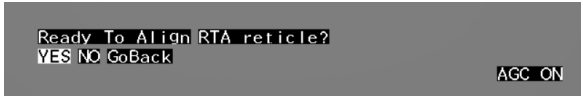
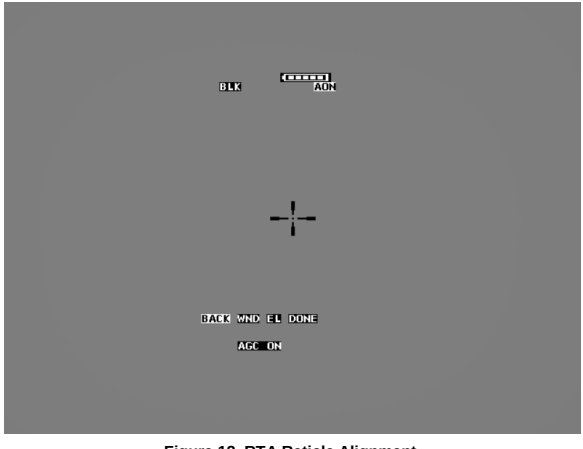

Figure 12. Ready to Align RTA Reticle.
Figure 13. RTA Reticle Alignment.
c. Select RTA Operation – User selects RTA, NON-RTA or GoBack. Select “RTA” if the user is going to use the system with the ENVG-B or “NON-RTA” if the system will be used without the ENVG-B as shown in Figure 8. If “NONE” for Day Optic and “NON-RTA” is selected the user will be forwarded to Step h. “Ready to Zero Sight” (Figure 12).
g. Ready to Align RTA Reticle – This allows the operator to align the RTA reticle to the Day Optic reticle (Figure 12). Selecting YES, activates the RTA Reticle Alignment screen (Figure 13).
2. WND – Allows the user to adjust the Windage. User may press or hold LEFT or RIGHT buttons to adjust Windage. Press and Release of the PWR/MENU button will save changes and take the user back to the Windage and Elevation Selection Screen (refer to Figures 12 and 13).
3. EL – Allows the user to adjust the Elevation. User may press or hold LEFT or RIGHT buttons to adjust Elevation. Press and Release of the PWR/MENU button will save changes and take the user back to the Windage and Elevation Selection Screen (refer to Figures 12 and 13).